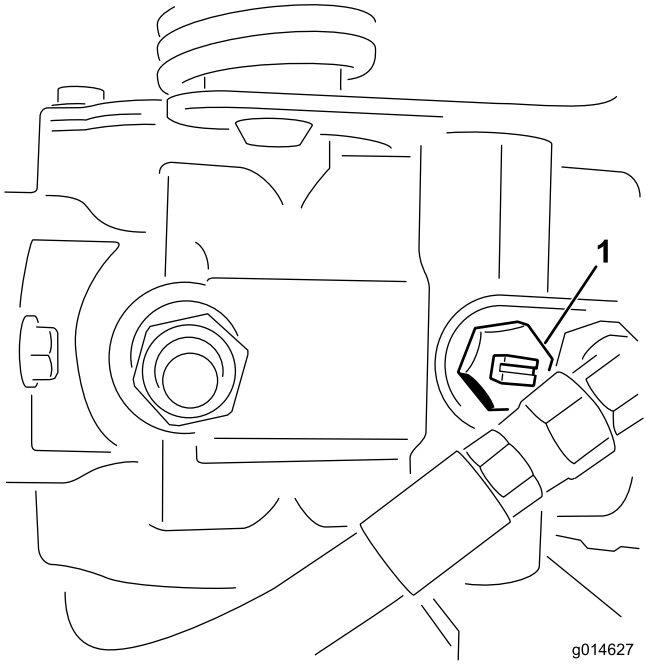

Figure 39
1. Trouvez la vanne de dérivation sur la pompe jusqu'à ce que la fente soit verticale (Figure 39).
2. Avant de mettre le moteur en marche, fermez la vanne de dérivation (fente horizontale) (Figure 39). Ne mettez pas le moteur en marche quand la vanne est ouverte.